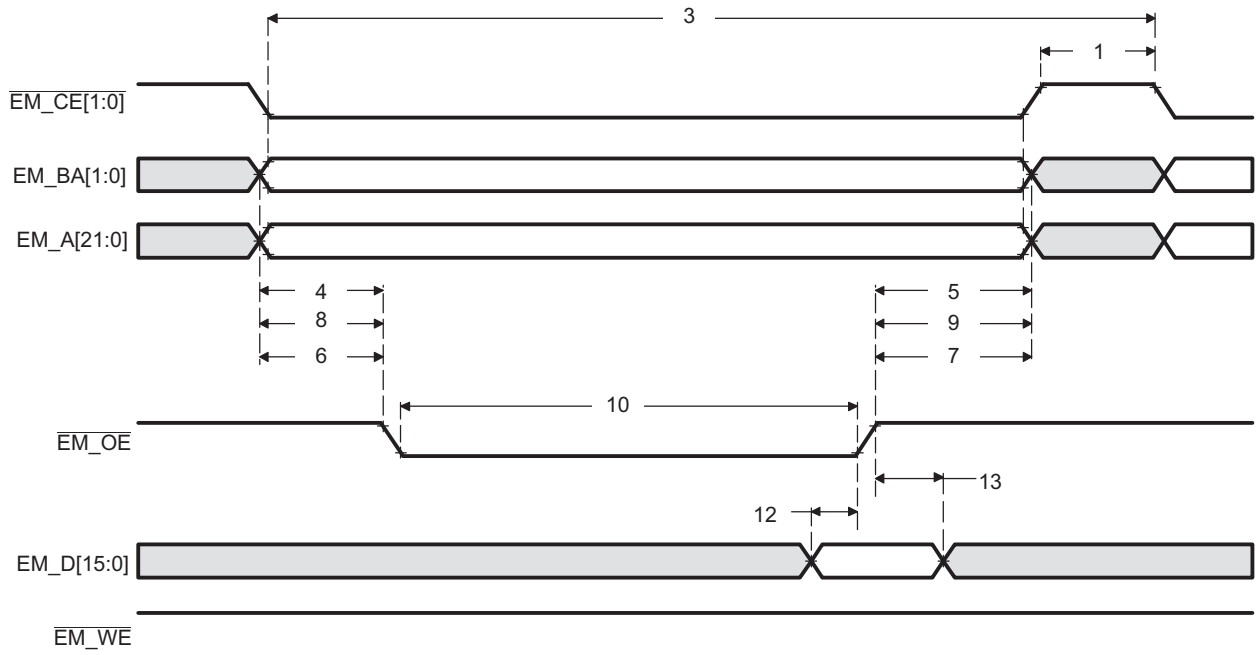
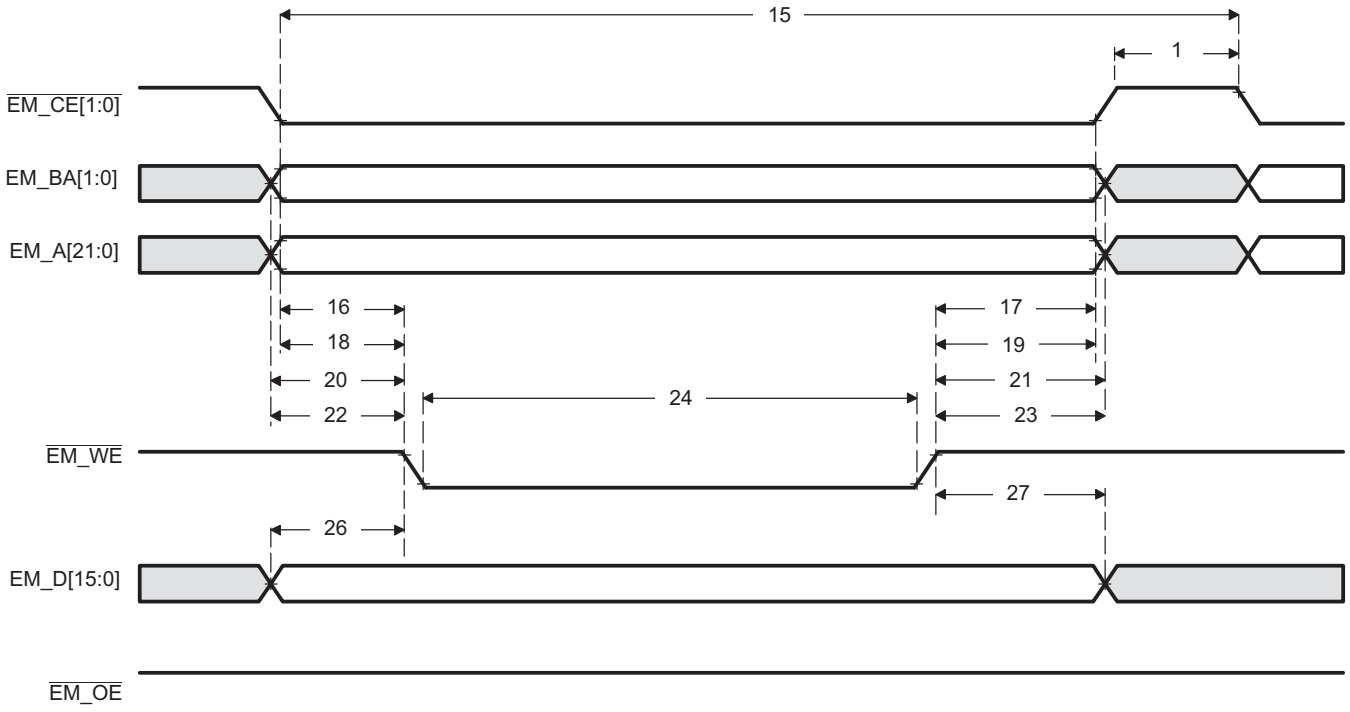

Figure 6-13. Asynchronous Memory Read Timing for EMIF
Figure 6-14. Asynchronous Memory Write Timing for EMIF
Table 6-21. Timing Requirements for Asynchronous Memory Cycles for AEMIF Module[(1)] (see Figure 6-13 and Figure 6-14)
Table 6-22. Switching Characteristics Over Recommended Operating Conditions for Asynchronous Memory Cycles for AEMIF Module[(1) (2) (3)] (see Figure 6-13 and Figure 6-14)
(1) TA = Turn around, RS = Read setup, RST = Read strobe, RH = Read hold, WS = Write setup, WST = Write strobe, WH = Write hold, MEWC = Maximum external wait cycles. These parameters are programmed via the Asynchronous Bank and Asynchronous Wait Cycle Configuration Registers. These support the following range of values: TA[4-1], RS[16-1], RST[64-1], RH[8-1], WS[16-1], WST[64-1], WH[8-1], and MEW[1-256]. See the *TMS320DM36x DMSoC Asynchronous External Memory Interface User's Guide* (SPRUFI1) for more information.
(2) E=2*PLL1C SYSCLK4 period in ns. See Section 3.3 for more information.
(3) EWC = external wait cycles determined by EM_WAIT input signal. EWC supports the following range of values EWC[256-1]. Note that the maximum wait time before timeout is specified by bit field MEWC in the Asynchronous Wait Cycle Configuration Register. See the *TMS320DM36x DMSoC Asynchronous External Memory Interface User's Guide* (SPRUFI1) for more information.
Table 6-22. Switching Characteristics Over Recommended Operating Conditions for Asynchronous Memory Cycles for AEMIF Module[(1) (2) (3)] (see Figure 6-13 and Figure 6-14) (continued)